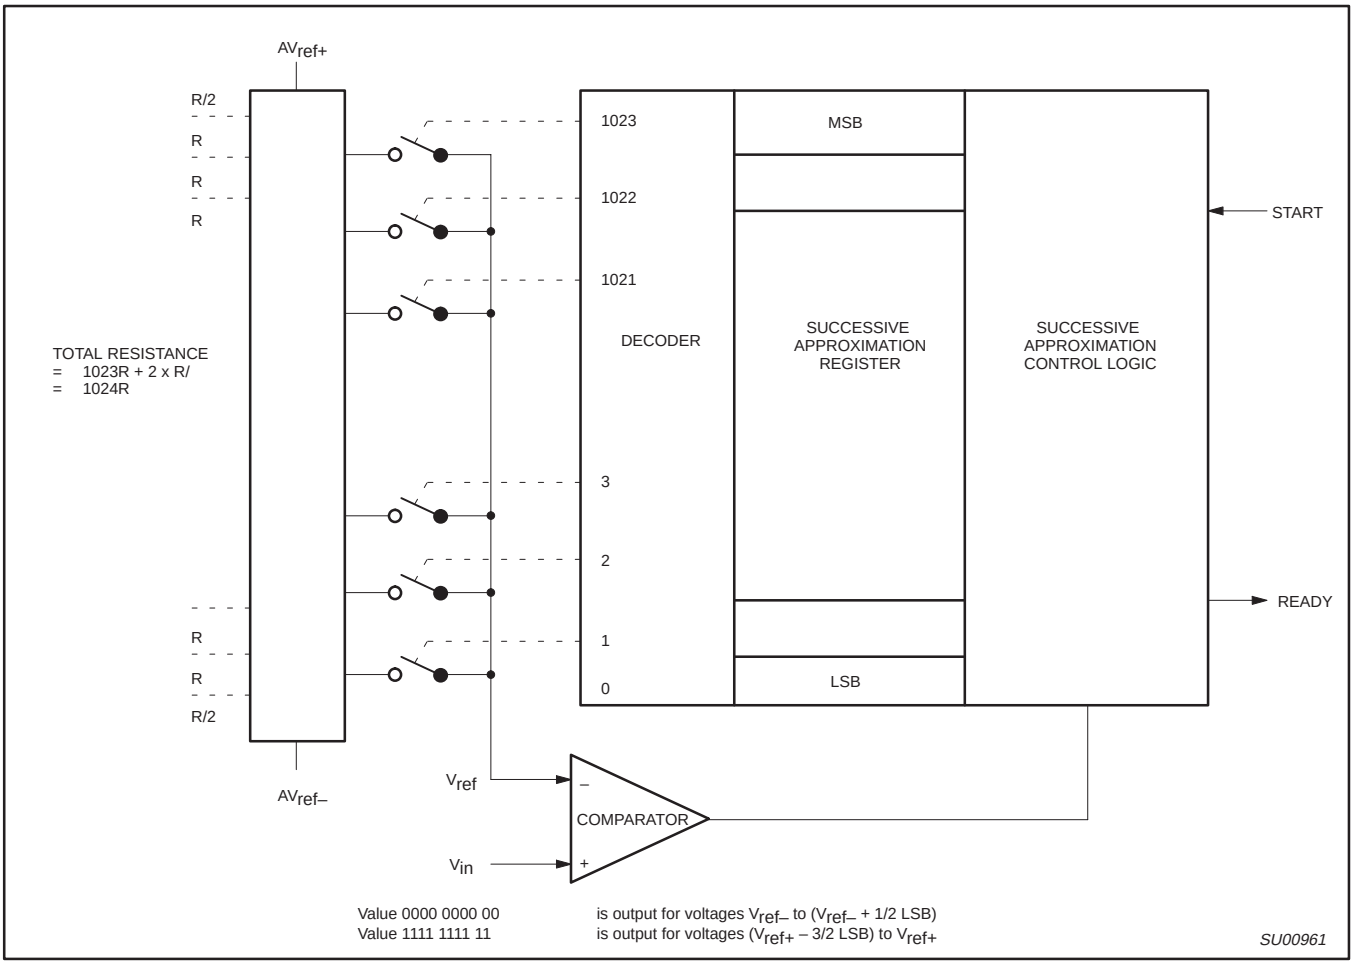

**Figure 24. ADC Realization**
**10-Bit ADC Resolution and Analog Supply:** Figure 24 shows how the ADC is realized. The ADC has its own supply pins ($AV_{DD}$ and $AV_{SS}$) and two pins (Vref+ and Vref–) connected to each end of the DAC's resistance-ladder. The ladder has 1023 equally spaced taps, separated by a resistance of "R". The first tap is located 0.5 x R above Vref–, and the last tap is located 1.5 x R below Vref+. This gives a total ladder resistance of 1024 x R. This structure ensures that the DAC is monotonic and results in a symmetrical quantization error as shown in Figure 26.